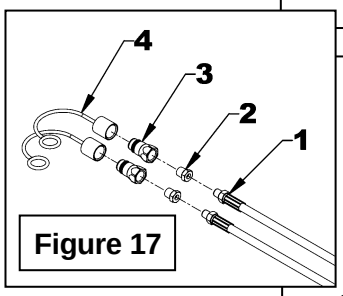

Figure 17
10. **Figure 17: NOT INCLUDED:** With thread sealant, install a 1/4" NPT female x 1/2" NPT male reducer (item 2), a male quick coupler (item 3) and a dust cap (item 4) on each hose straight end (item 1).
11. **Figure 17: NOT INCLUDED:** Connect the two hoses (item 1) to the cylinder elbows (item 2).